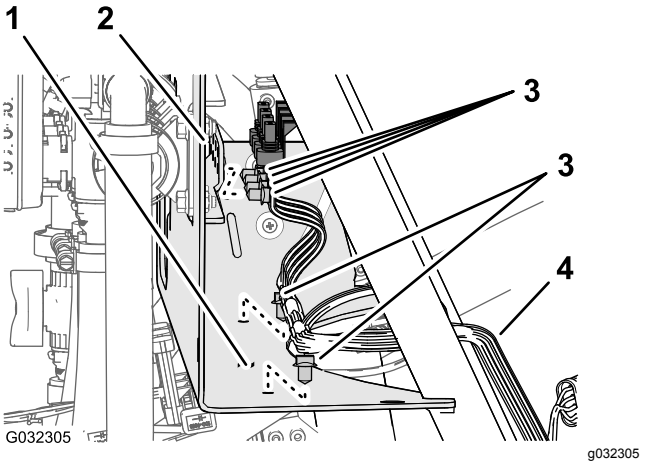

Figur 38
3. Ta bort granförankringarna som fäster det bakre kablaget mot hålen på framsidan och nedre plattan på grenrörsfästet (Figur 38).